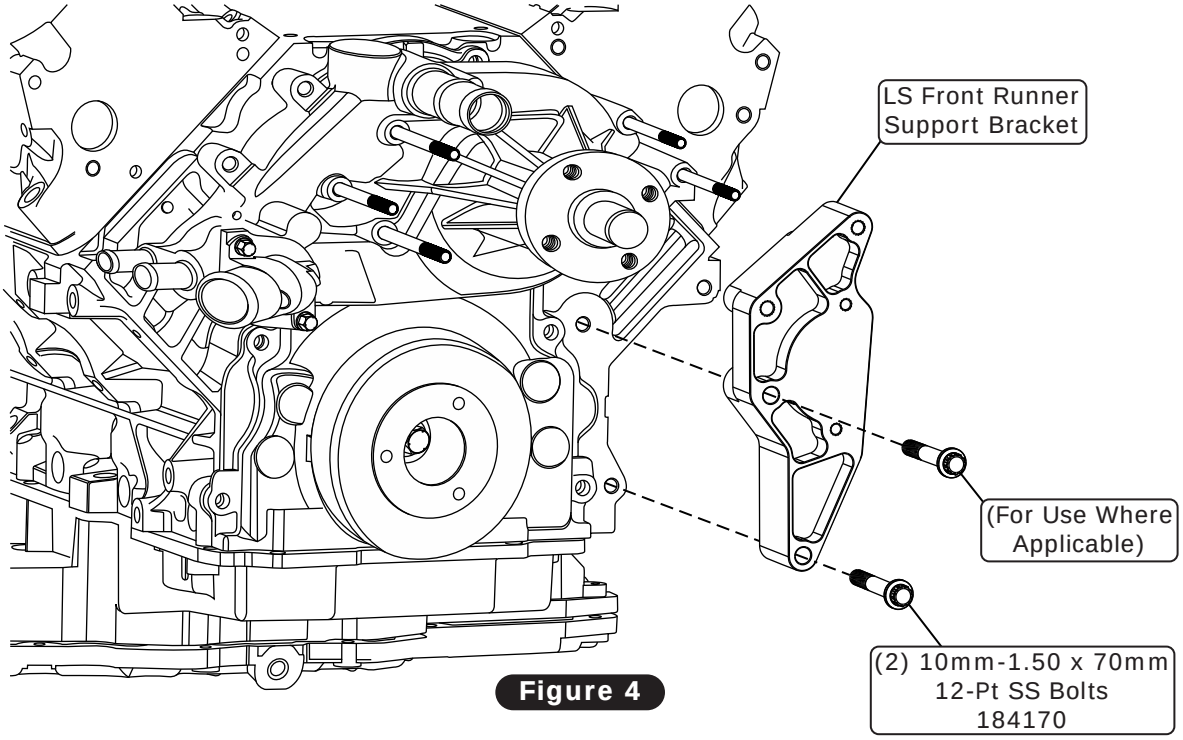

Figure 4
1. Install the support bracket onto the block using (2) 10mm-1.50 x 70mm 12-Pt SS bolts as shown in Figure 4, below. **NOTE: GM blocks vary in the number of mounting provisions provided, depending on the application. The support bracket will accommodate variance. Hand tighten fasteners only. Do not torque. See Figure 4, below.**